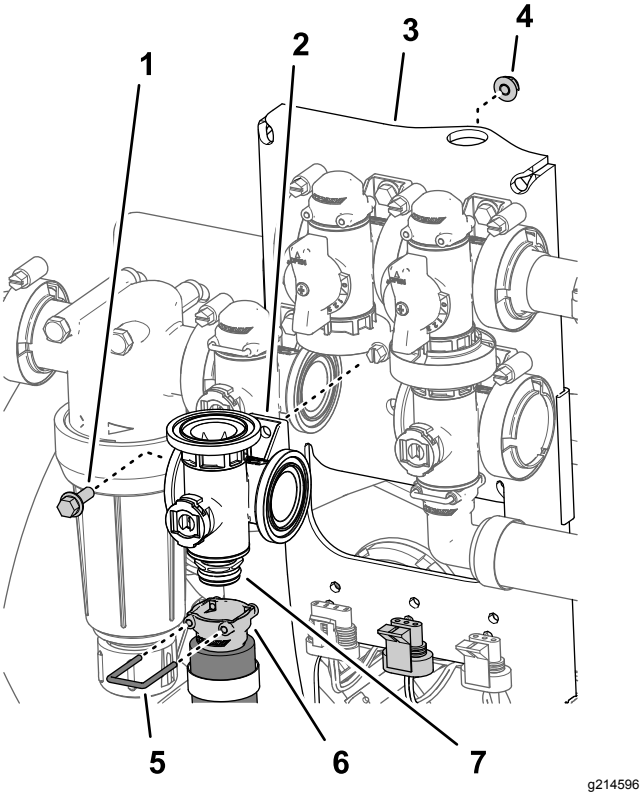

Figur 113
2. Afmonter den holder, der fastgør lynfrakoblingssoklen til manifoldens lynfrakobling på omrøringsventilen (Figur 113).
3. Afmonter flangehovedbolten (¼" x ¾") og flangelåsemøtrikken (¼"), der fastgør omrøringsventilen til ventilbeslaget, og afmonter ventilmanifolden fra maskinen (Figur 113).